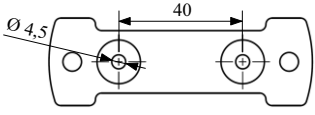

Рисунок 1
– закрепить на потолке или стене планку крепежную (рисунок 1), входящую в комплектность, при помощи двух шурупов. Рекомендуется применять шурупы 4 × 30;